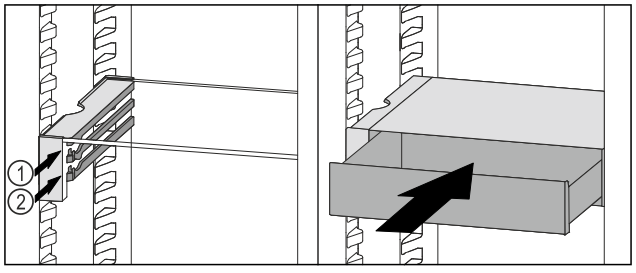

Fig. 180
- ▶ Uzlieciet VarioSafe atvilktni aiz aizturiem uz vajadzīgās ribas *Fig. 180 (1)* vai *Fig. 180 (2)*.